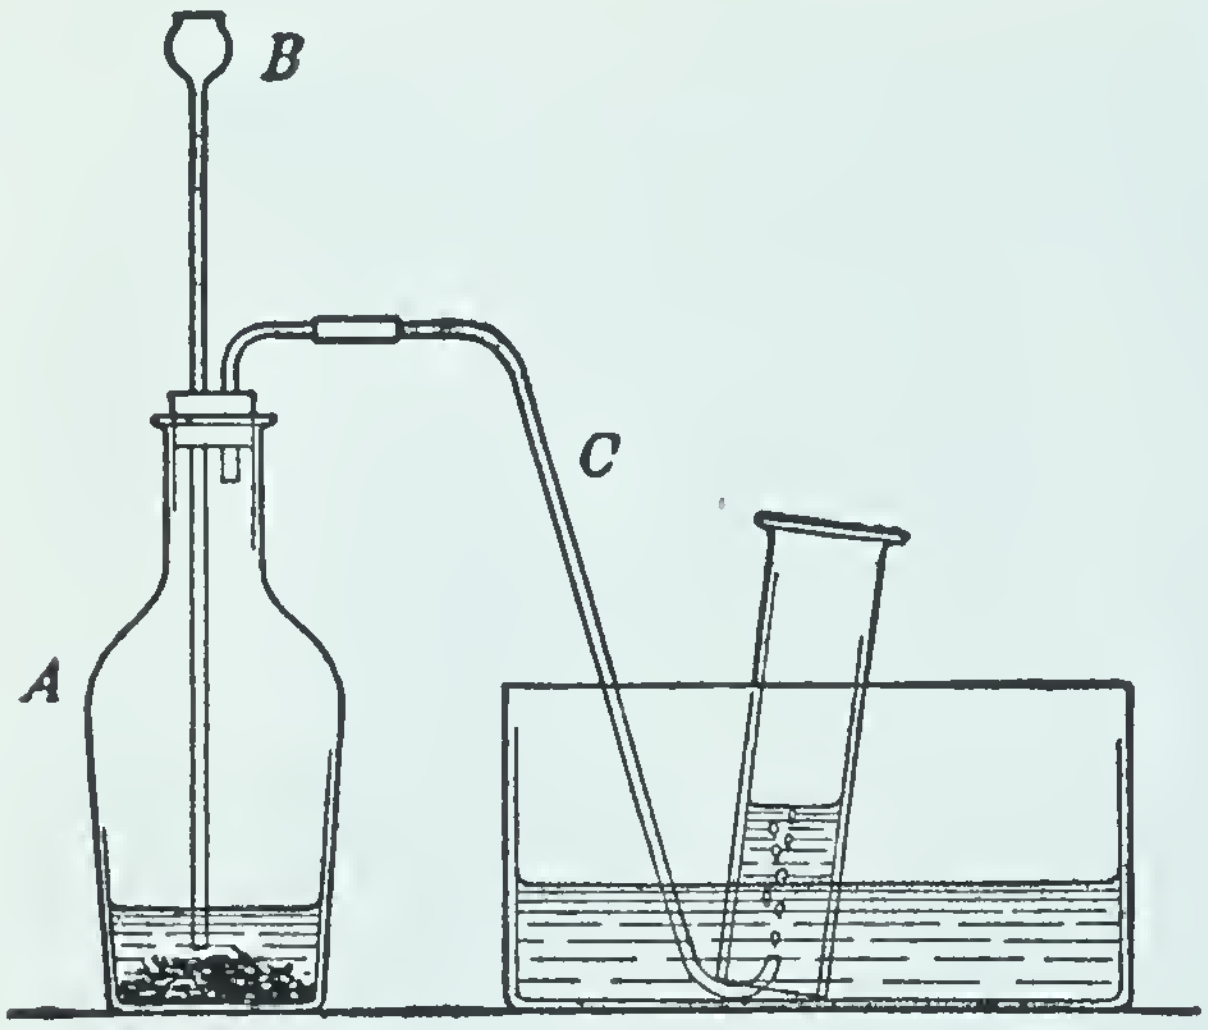

Fig. 217. Preparation of nitric oxide
Nitric oxide (NO). Nitric oxide is most conveniently made by the action of nitric acid upon copper (Fig. 217):